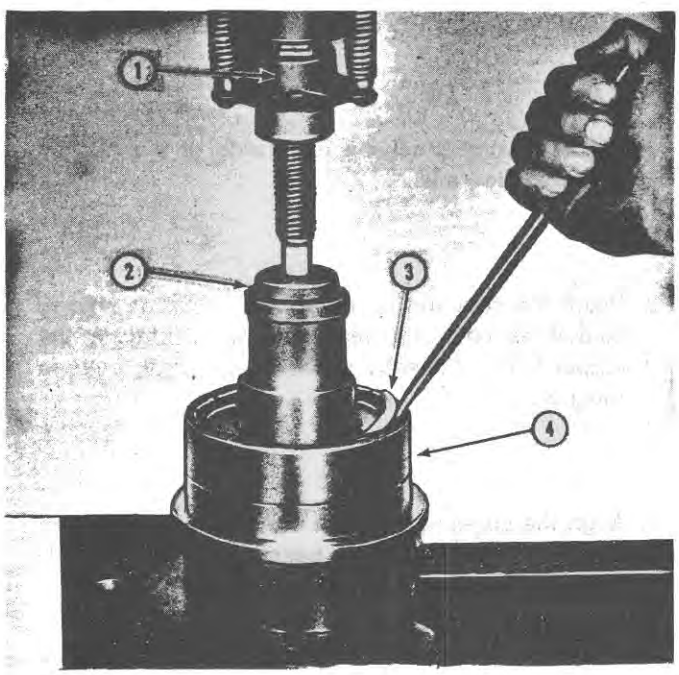

Figure 21
1. Install the Load Monitor unit in a press as shown in **Figure 21.**